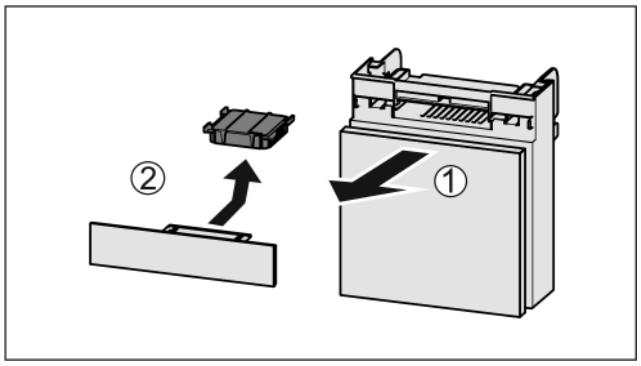

Fig. 190
▶ Pull out the compartment *Fig. 190 (1)*.
▶ Remove the carbon filter *Fig. 190 (2)*.